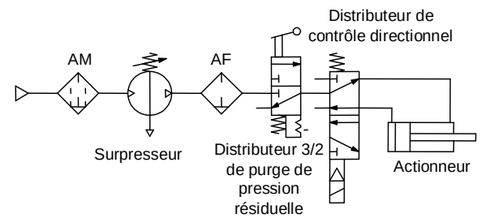

Fig.2 Exemple de circuit (1)
a) Pour évacuer la pression résiduelle rapidement en aval du surpresseur pour un entretien, connectez un électrodistributeur 3 voies sur le port de sortie (OUT) du surpresseur (Fig.2).